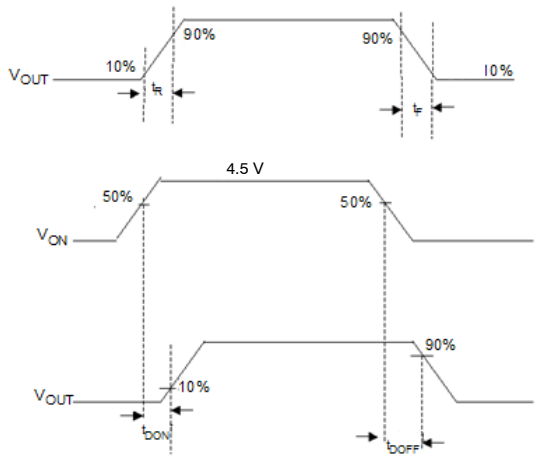

Figure 21. Timing Diagram
8. t_{DON}/t_{DOFF}/t_R/t_F are defined in Figure 21.